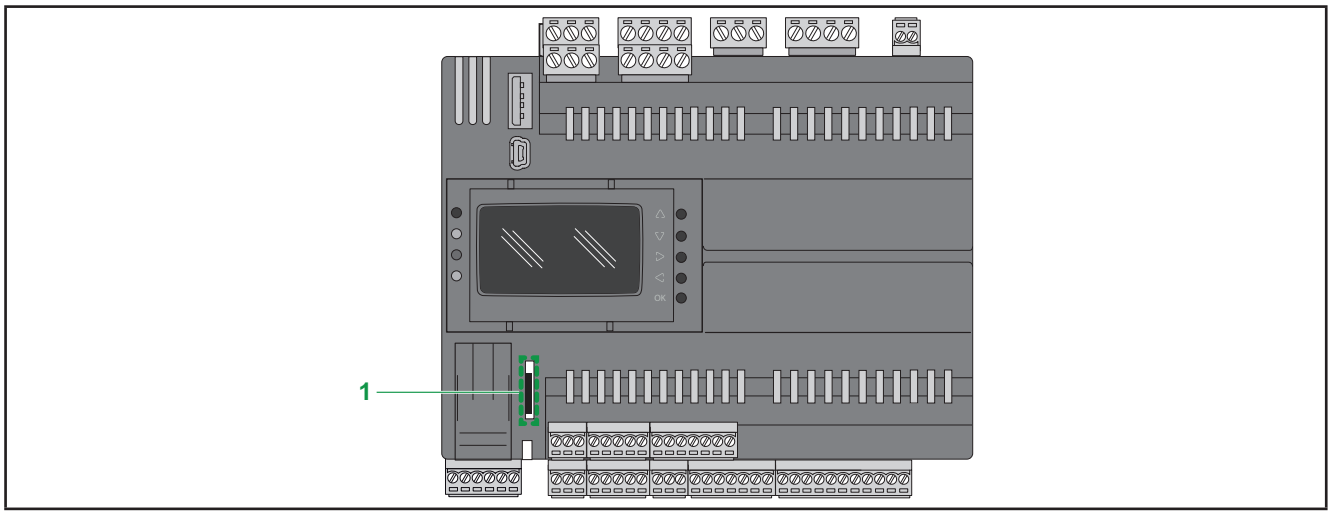

Fig. 51. EWCM 9000 PRO (HF) : Fente carte de mémoire
Les contrôleurs pour centrales compresseur CO2 **EWCM 9000 PRO (HF)** présentent une fente pour les cartes de mémoire (1 **Fig. 51 page 75**) pour cartes micro SD afin d'étendre la mémoire interne (dans certains cas).